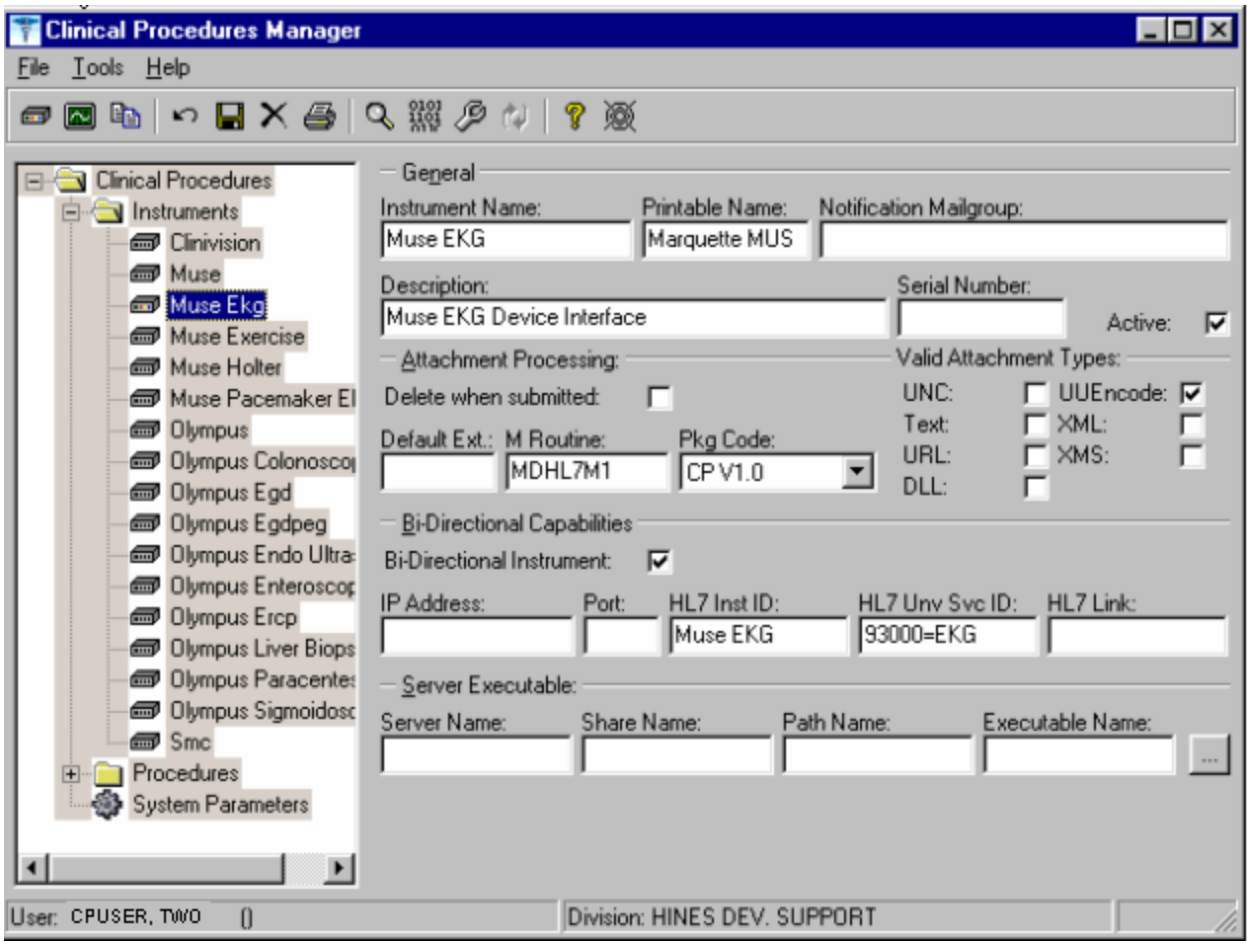

**Figure 6-5**
3. Click **OK**. The Edit screen is displayed. Figure 6-5 is the edit screen for automated instruments. The Automated Instrument Name that you just entered is displayed.